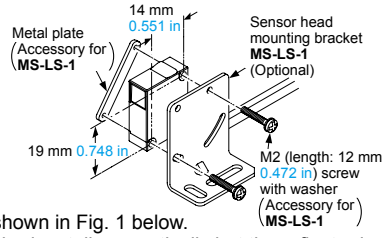

Fig. 1 Proper positioning
- When placing the sensor head horizontally or vertically, the reflector must also be positioned horizontally or vertically as shown in Fig. 1 below.